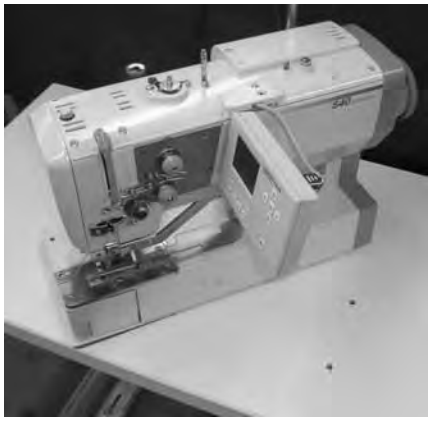

Fig. 1
- Set aside the machine head (Fig. 1)